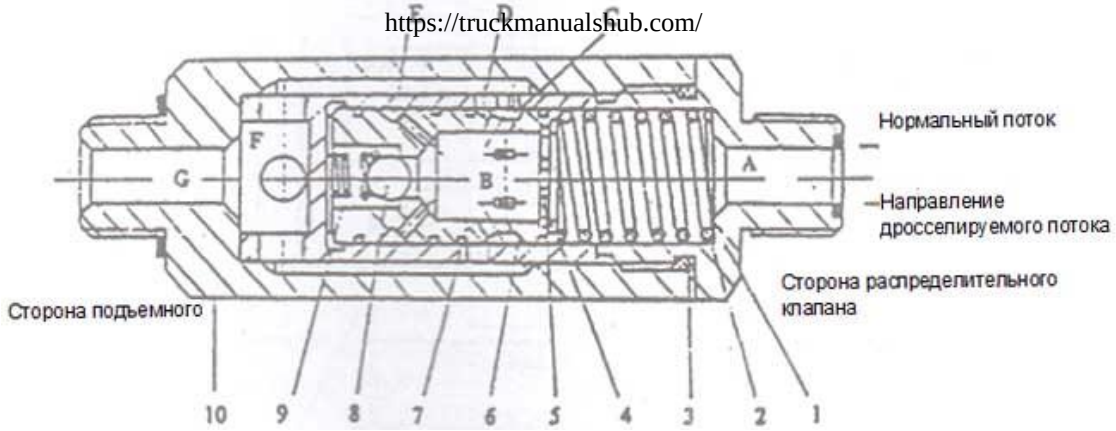

Рис. 30
8. Клапан регулятора потока (рис. 30)